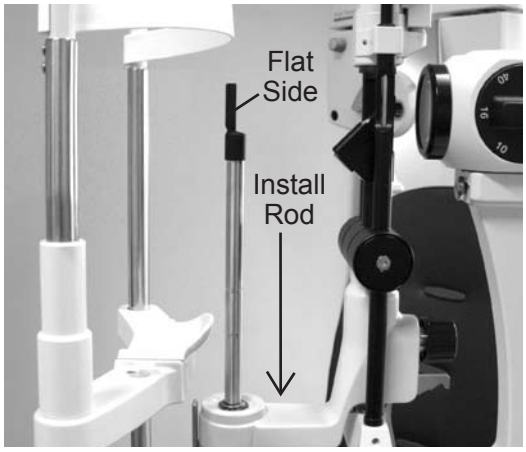

Figure IU-01 Install Fixation Rod
1. Install the Fixation Rod into the slit lamp by seating it fully into the Fixation Rod Holder. Refer to Figure IU-01.
Note: Orient the Fixation Rod with the flat side facing the User. Refer to Figure IU-01.